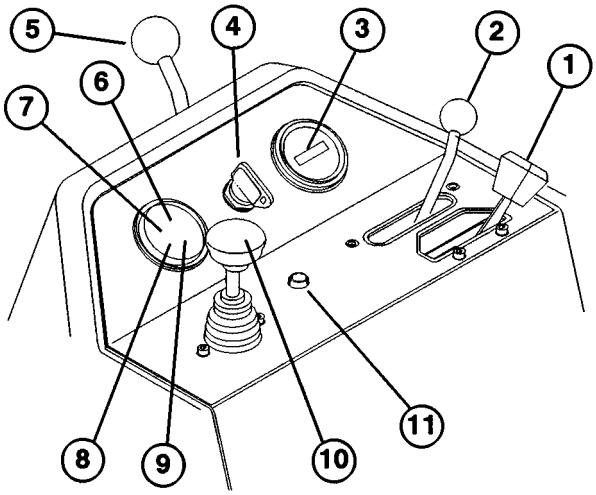

Fig. 10
Gasspådrag (fig. 10)—Regulerer motorens hastighet. Flytt den fremover mot "HURTIG" for å øke motorens turtall og mot "SLOW" for å senke turtallet.
Funksjonskontrollhendel (fig. 10)—Gir to (2) kjørestillinger, pluss en "NØYTRAL" stilling. Det er mulig å skifte fra klipping til transport eller fra transport til klipping (ikke til nøytral) mens Greensmaster 3200-D beveger seg uten å skade maskinen.
Timemåler (fig. 10)—Viser hvor mange timer maskinen har gått ialt. Begynner å virke når tenningsnøkkelen slås PÅ.
Tenningsnøkkel (fig. 10)—Sett nøkkelen i bryteren, drei den med urviserne helt til START-stilling for å starte motoren. Slipp nøkkelen så snart motoren starter, nøkkelen vil gå til stilling PÅ. Drei nøkkelen mot urviserne til stilling AV for å slå motoren av.
Styrearmens låsehendel (fig. 10)—Drei hendelen bakover for å frigjøre justeringen, hev eller senk styrearmen for førerens komfort og drei så hendelen fremover for å bekrefte justeringen.
Varsellampe for vanntemperatur (fig. 10)—Lampen lyser og motoren slår seg automatisk av når motorens kjølemiddeltemperatur blir for høy.
Omstøtningsknapp, høy temperatur (fig. 10)—Hvis motoren slår seg av på grunn av for høy temperatur, kan du trykke inn omstøtningsknappen og holde den inne til maskinen kan flyttes til et trygt sted og la den avkjøle seg.
Glødeplugglampe (fig. 10)—Lyser for å angi at glødepluggene er på.
Varsellampe, batteri (fig. 10)—Lyser når batteriets lading er lav.
Varsellampe for oljetrykk (fig. 10)—Lyser hvis motorens oljetrykk faller under trygt nivå.
Heve/senke/klippekontroll (fig. 10)—Flytt denne kontrollen fremover under bruk for å senke klippeenhetene og starte sylindrene. Trekk kontrollen tilbake for å stoppe sylindrene og heve klippeenhetene. Sylindrene kan stoppes under bruk ved å trekke kontrollen tilbake et øyeblikk og så slippe den. Start sylindrene igjen ved å flytte kontrollen fremover.